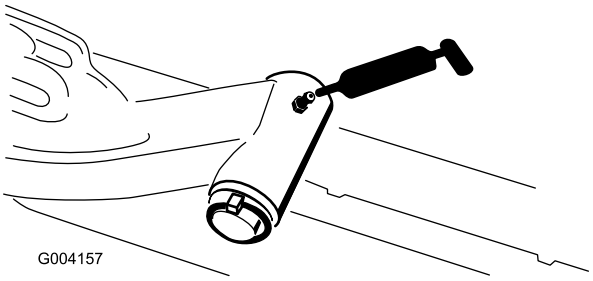

Figur 45
- Løftearmenes drejeaksel (1 hver) (Figur 45)